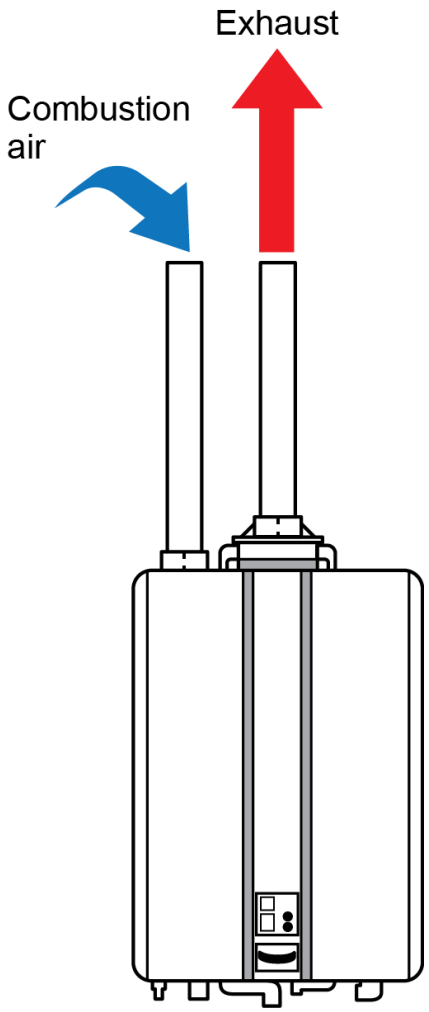

Figure 6 *Two-pipe direct vent gas appliance. (Skilled Trades BC, 2021) Used with permission.*
For a direct vent system, all air for the appliance is taken directly from the outside and the flue gas is discharged to the outdoors. Therefore, the direct vent appliance will have no effect on the air balance of the building (Figure 6).
- **Figure 6** Adapted diagram (https://www.rinnai.ca/system/files/2019-06/100000504-N%2520Series%2520Commercial%2520Condensing%2520Installation%2520and%2520Operation%2520Manual.pdf) by Trades Training BC from Rinnai Corporation (2019) and is used with permission.